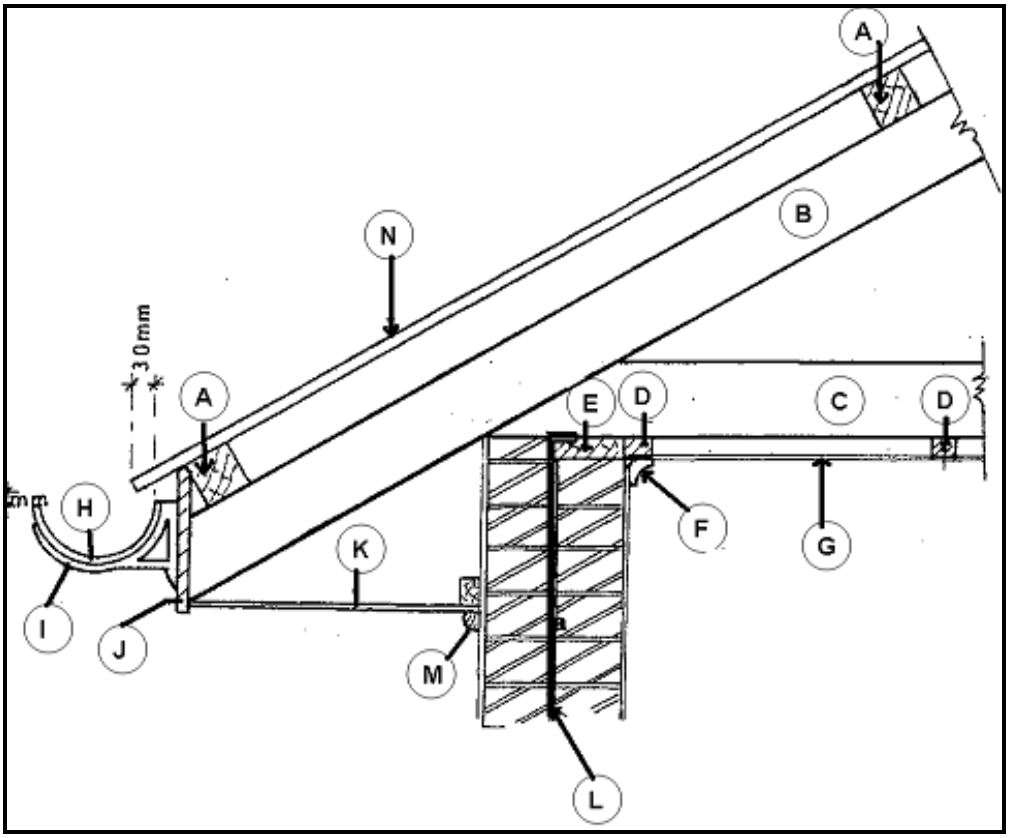

FIGUUR 5 (14)
5.1 Gee die byskrifte vir die verskillende komponente van hierdie soort dakkonstruksie in FIGUUR 5. Skryf die antwoord langs die vraagnommer (A–N) in ANTWOORDBOEK neer.
Die soort dakstruktuur in FIGUUR 5 word 'n geslote dakrand genoem. (1)